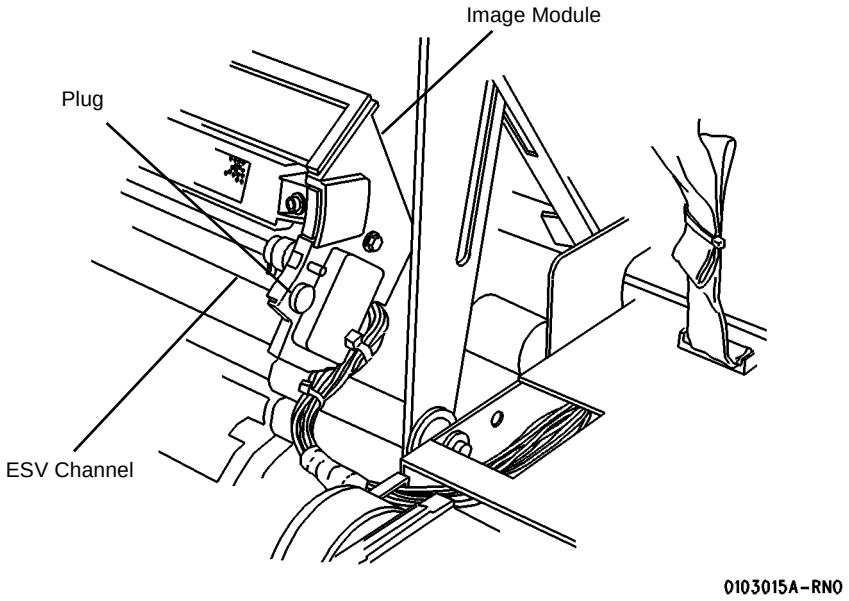

**Figure 2 Removing the Plug**
b. (Figure 2): Remove the plug from the side of the Image Module.